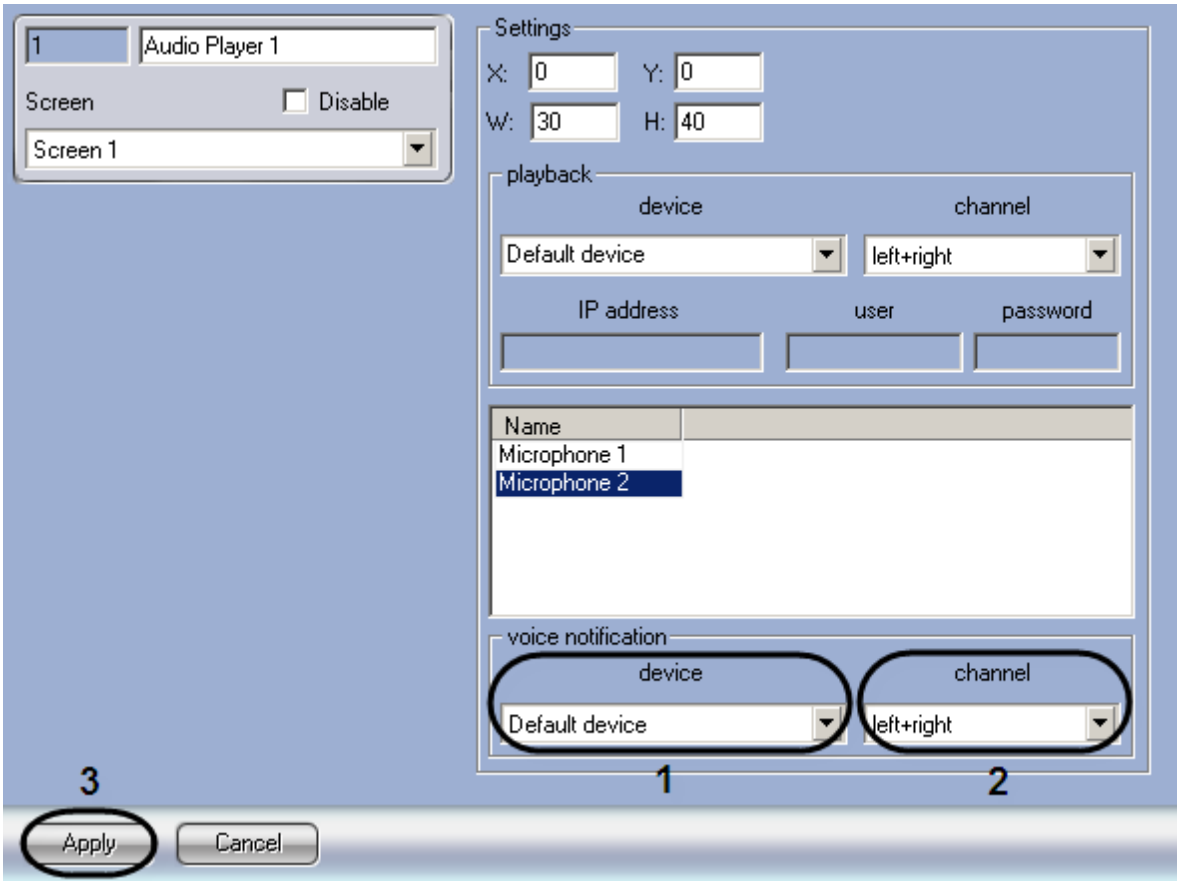

Figure 8.8-22. Setting up the voice notification
1. Go to the setting panel of «Audio player» object (Figure 8.8-22).
2. Select required voice notification device in «Device» dropdown list of «Voice notification» group (Figure 8.8-22, 1).
3. Select required voice notification channel in «Channel» dropdown list of «Voice notification» group (Figure 8.8-22, 2).
4. Click «Apply» button to save all the changes (Figure 8.8-22, 3).